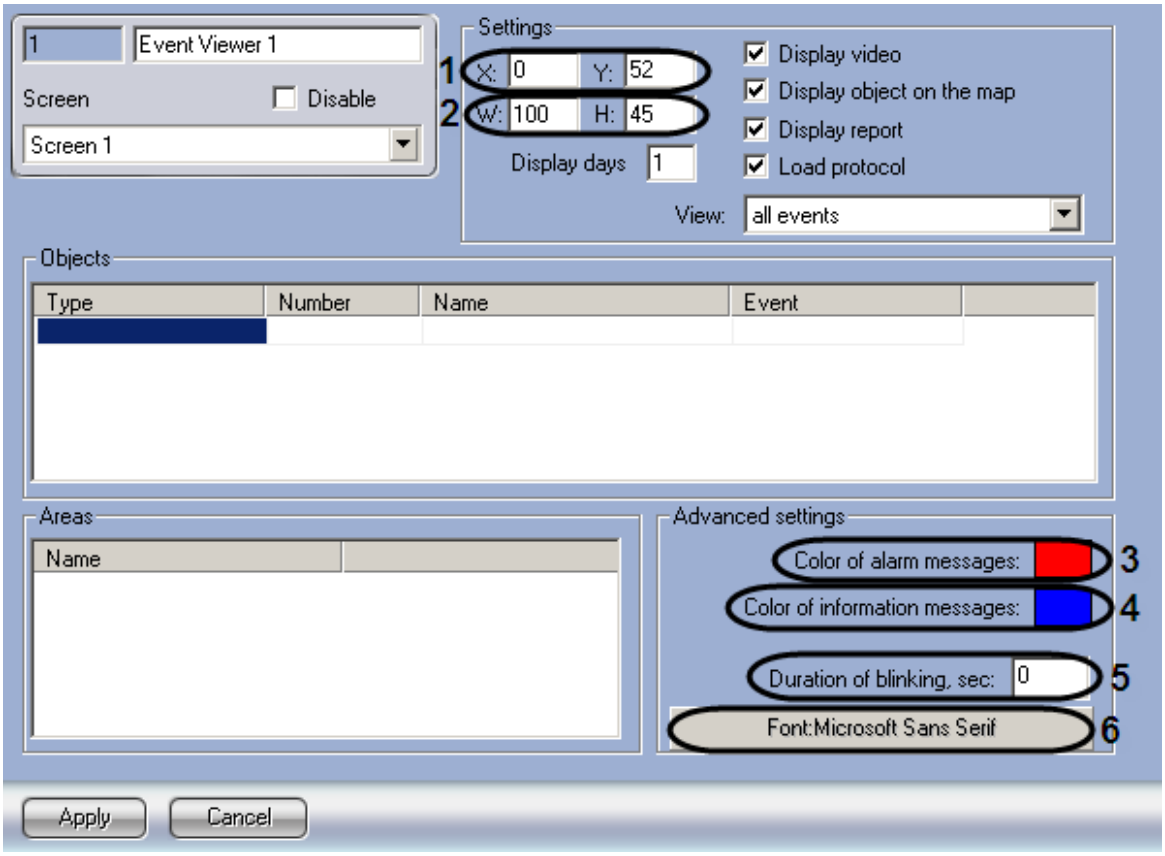

Figure 8.19-4 Parameters of displaying the “Event viewer” interface box
1. Set the X (horizontally indented from screen’s left border) and Y (vertically indented from screen’s upper border) coordinates of the upper left corner of the “Event Viewer” interface box (Figure 8.19-4, 1). Coordinates are set as a percentage of the corresponding screen dimensions horizontally and vertically as follows.
2. Set the dimensions of the “Event Viewer” interface box: window’s width «W» and window’s height «H» (Figure 8.19-4, 2). Dimensions are set as a percentage of the corresponding screen dimensions horizontally and vertically as follows.
3. Set the color of alarm messages in the “Event Viewer” interface box (Figure 8.19-4, 3).For this double-click upon the “Color of alarm messages” field. Standard Windows dialog box will open, select the required color and click “OK”.
4. Specify the color of information messages in the “Event Viewer” interface box (Figure 8.19-4, 4). For this double-click upon the “Color of information messages” field. Standard “Color” Windows dialog box will open, select the required color and click “OK”.
5. Enter the duration of blinking for alarm messages in seconds in the “Duration of blinking, sec” field of the “Event Viewer” interface box (Figure 8.19-4, 5).
6. Set the font of messages displayed in the “Event Viewer” interface box. For this click the “Font: current font” button (Figure 8.19-4, 6). Standard “Font” Windows dialog box will open, set the font and click “OK”.